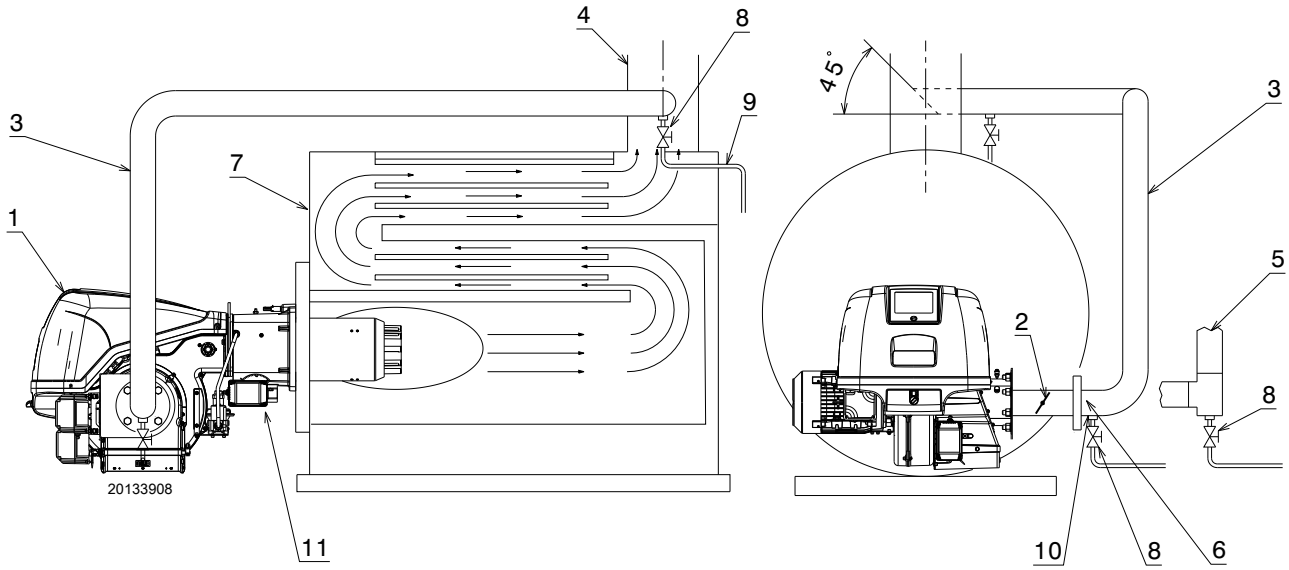

图 25
- 通常，管路与烟道连接如图 25 所示，管道 45° 切割面面向烟气气流且切割面中心位于烟道中心。管路可以连接至烟箱，但其位置仍必须保证同一 45° 切割面面向烟气气流，并且切割中心位于烟气流中心。
图例（图 25）